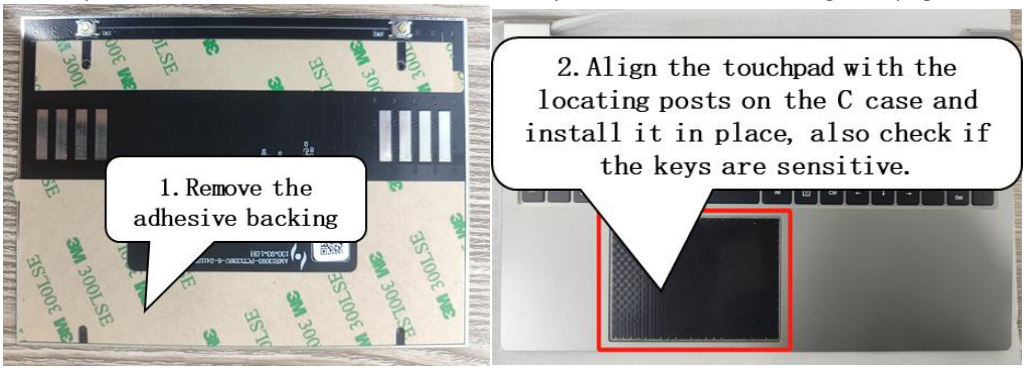

Figure 3-35 Replacing the Touchpad Button Board
1. Take 1pcs of the touchpad and the touchpad bracket, tear the double-sided adhesive release paper of the touchpad, and stick the bracket on the touchpad, as shown in the figure; (Figure 3-35).